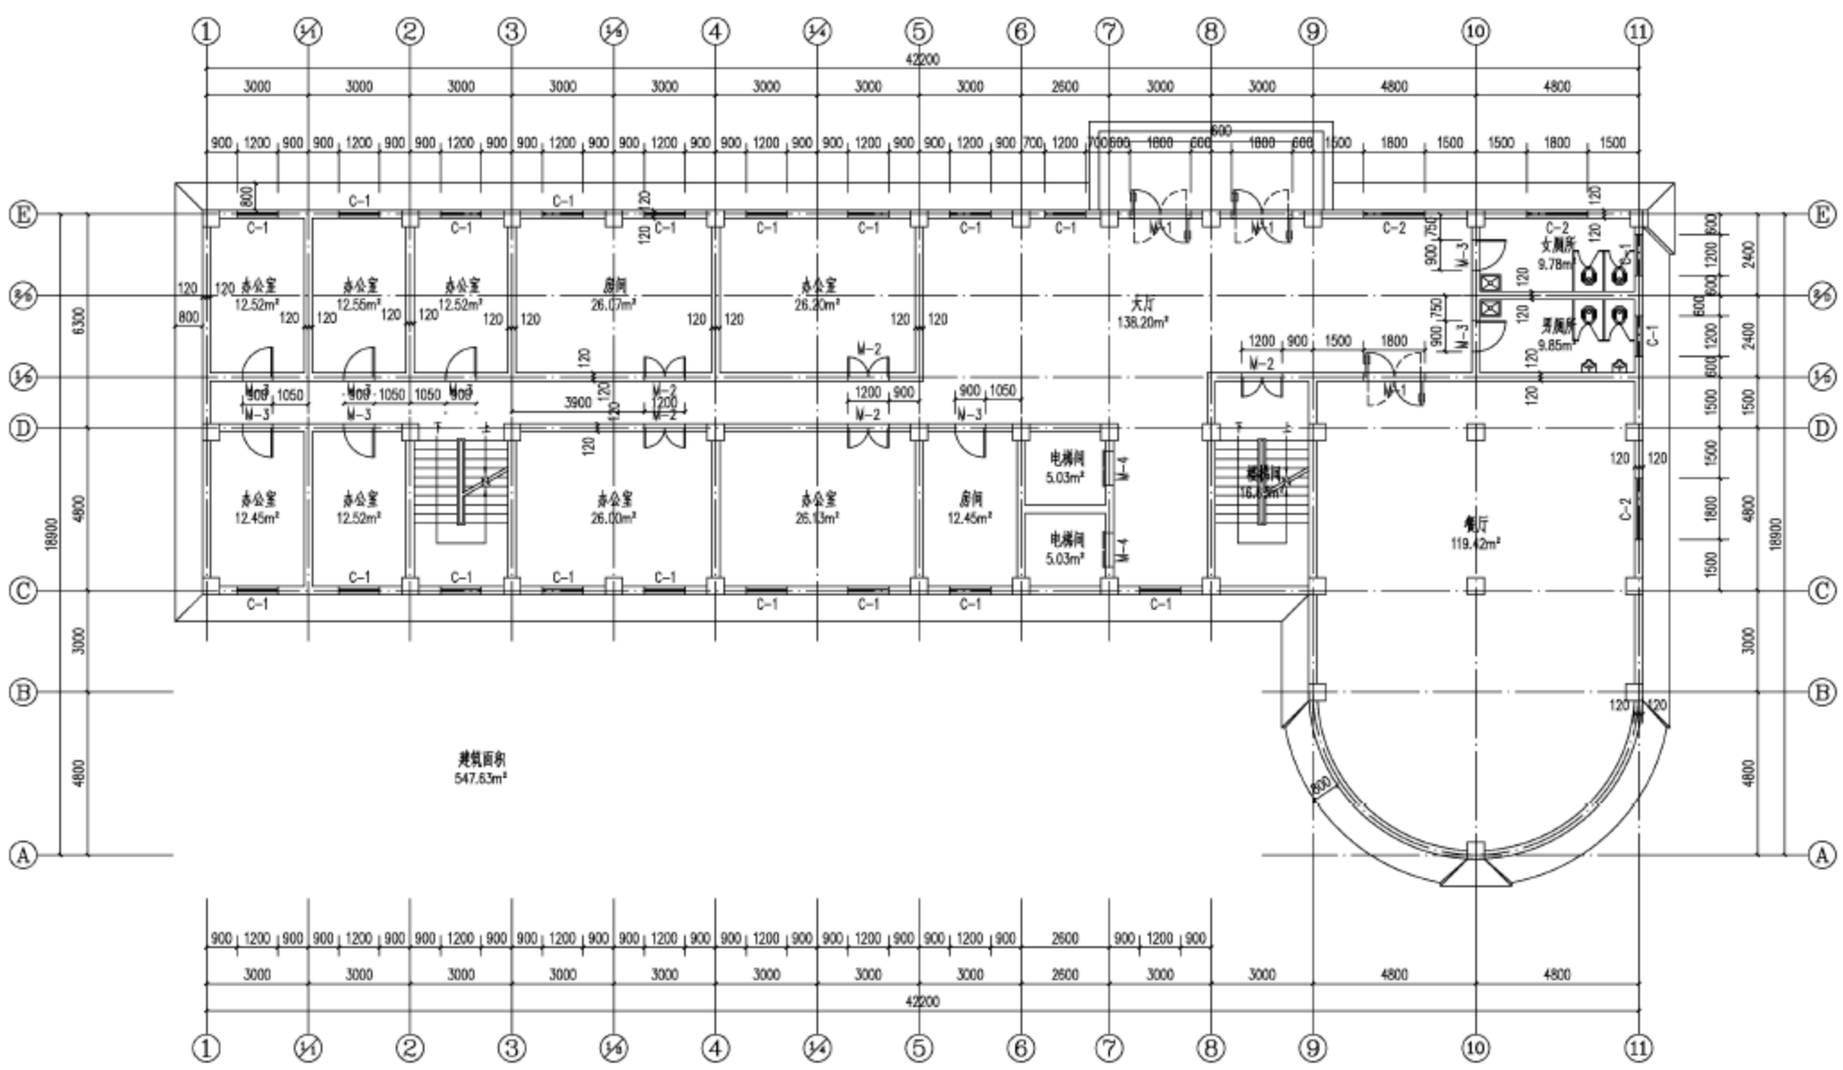

图 17-68　内门标注
(3) 单击菜单中的“尺寸标注”→“逐点标注”命令,自动生成内门标注,如图 17-68 所示。